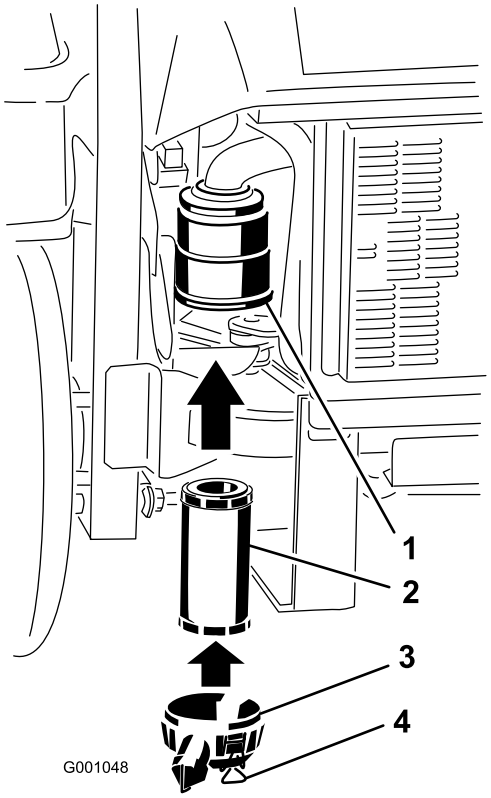

Figur 44
2. Isæt forsigtigt det nye filter i filterhuset (Figur 44). Sørg for, at det er helt på plads ved at skubbe på filterets yderste kant, mens det installeres.
3. Monter luftfilterdækslet, og fastgør låsene (Figur 44).